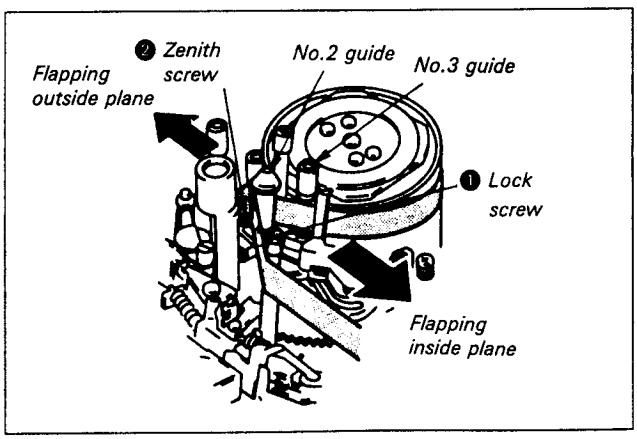

*Fig. 7-66.*
1) Playback the tracking alignment tape (WR5-1C) and loosen No.2 guide lock screw ❶, and rotate No.2 and No.3 guides counterclockwise to free tape running on the entrance side. (See Fig. 7-66.)
Adjust the No.2 guide zenith screw ❷ by turning it counterclockwise 90° at a time. (See Fig. 7-66.)
7) Tighten No.2 lock screw ❶. (See Fig. 7-66.)